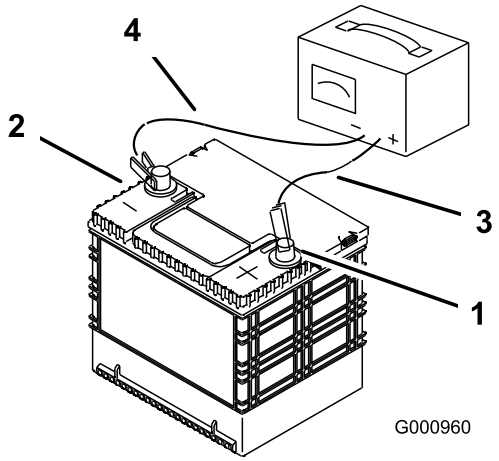

Figur 50
2. Når batteriet er fuldt opladet, skal du tage opladeren ud af stikkontakten og dernæst frakoble opladningskablerne fra batteriets poler (Figur 50).